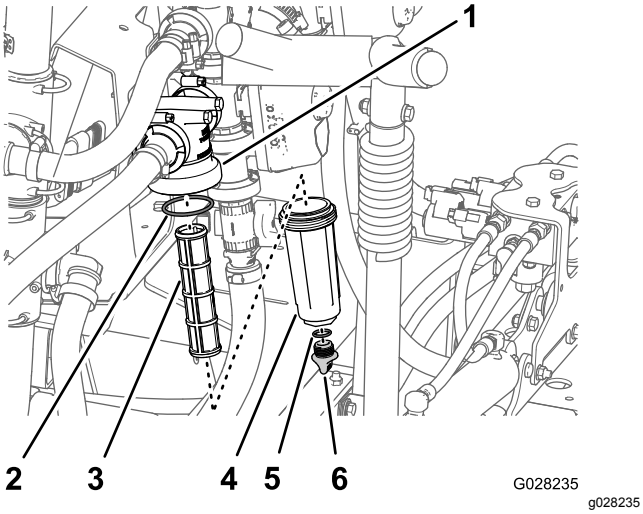

Figur 48
2. Placera ett kärl under tryckfiltret (Figur 48).
3. Vrid avtappningslocket motsols och ta bort det från tryckfiltrets skål (Figur 48).
4. Vrid skålen motsols och ta bort filterhuvudet (Figur 48).
5. Ta bort tryckfiltret (Figur 48).
7. Kontrollera att avtappningspluggens packning (sitter på insidan av skålen) och skålens packning (sitter på filterhuvudets insida) inte är slitna eller skadade (Figur 48).
8. Montera tryckfiltret i filterhuvudet (Figur 48).
9. Montera skålen på filterhuvudet och dra åt för hand (Figur 48).
10. Sätt på avtappningslocket på skruvförbindningen i skålens botten och skruva åt det för hand (Figur 48).